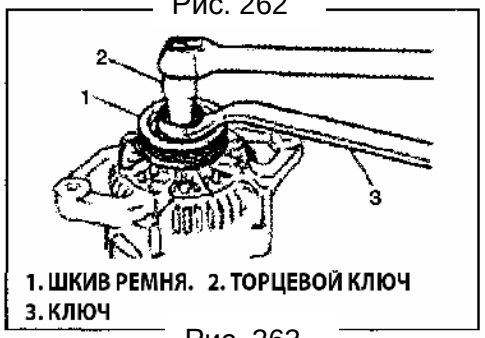

Рис. 263
9) Установите шкив ремня при помощи торцевого ключа, для защиты вала рокера. Затяните гайку требуемым моментом (Рис. 263).